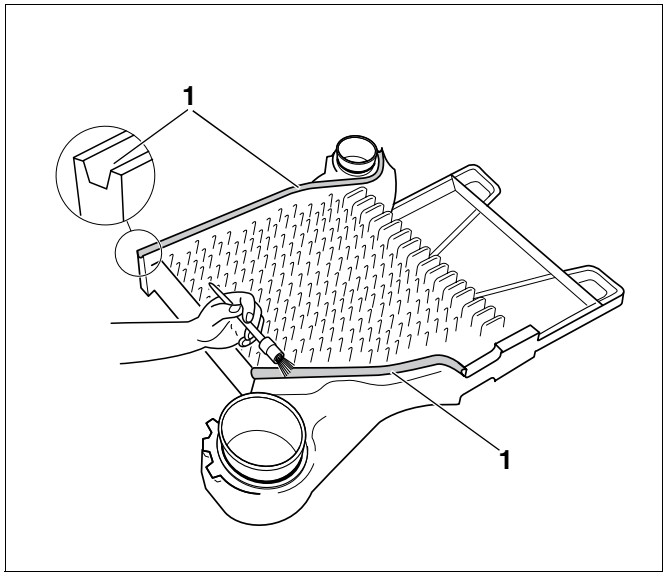

Afb. 9 Afdichtinggroeven met hechtingsmiddel instrijken
Opdat de afdichtingkoorden (afb. 9, **pos. 1**) goed zouden kleven, moet u ervoor zorgen, dat de afdichtinggroeven schoon en droog zijn.
- Strijk de afdichtinggroeven (afb. 9, **pos. 1**) in met hechtingsmiddel (hechtingsgrondlaag) zoals aangegeven in afb. 9.